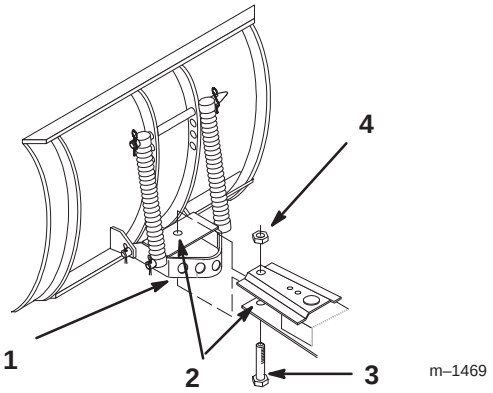

Figure 3
3. Apply general purpose grease to the pivot area of frame and channel. Slide channel between frame mount and secure with 3/4–16 x 3-3/4” (95 mm) bolt, up from the bottom, and 3/4” locknut (Fig. 3).